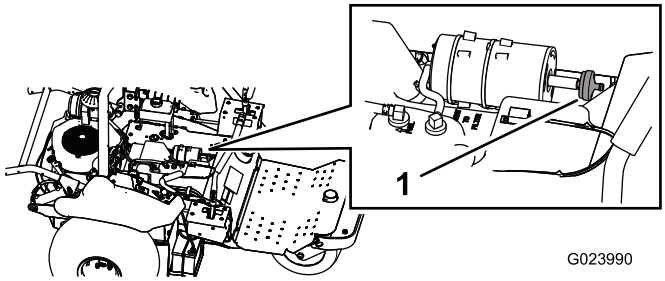

Figur 47
2. Koppla bort filtret från kolkanistern (Figur 47).